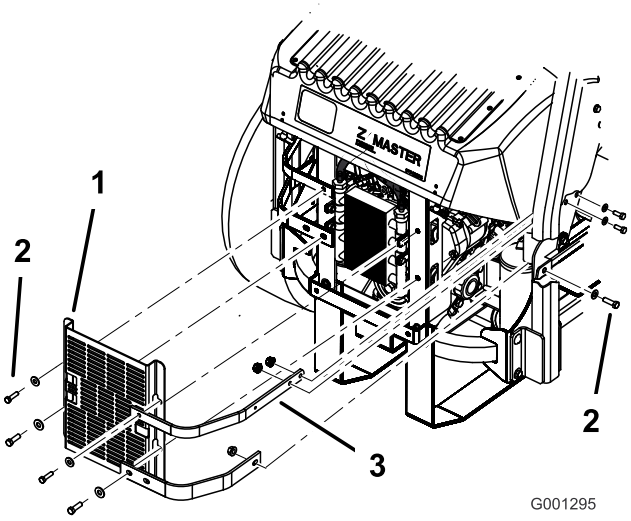

Figur 63
3. Fjern de fire bolte, der fastholder oliekølerens afskærmning til bagstellet (Figur 63).
4. Fjern de tre bolte, der fastholder motorbøjlerne til siden af maskinen (Figur 63).
12. Monter oliekølerafskærmningen og motorbøjlerne på bagstellet med de 4 bolte, som du tidligere afmonterede (Figur 63).
13. Monter motorbøjlerne på siden af maskinen (Figur 63).